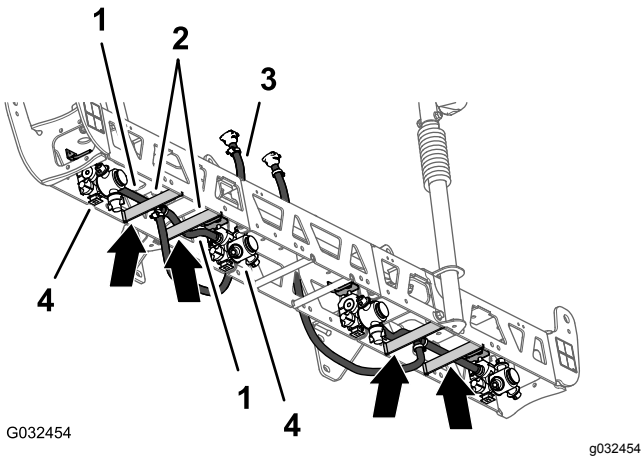
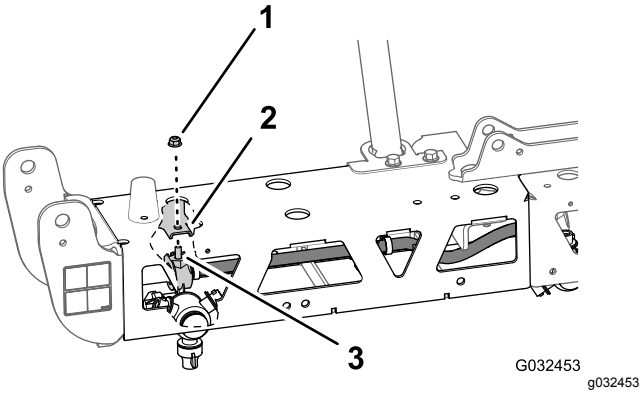

Figuur 81
Figuur 82
1. Leid de slang van 13 mm en de spuitdop tussen de framesteunen van het buitenste frame (Figuur 81).
2. Leid de slang en de spuitdop boven de framesteun en naar buiten, naar de buitenste spuitdopbeugel (Figuur 81).
3. Breng de inbusbout (5/16 x 3/4") van de spuitdop door de opening in de spuitdopbeugel en bevestig de spuitdop losjes aan de beugel; gebruik hierbij een flensborgmoer (5/16") van de completeringsset van het GeoLink spuitsysteem (Figuur 82).
4. Leid de andere slang van 13 mm en de spuitdop tussen de framesteunen van het buitenste frame (Figuur 81).
5. Leid de slang en de spuitdop boven de framesteun en naar binnen, naar de binnenste spuitdopbeugel (Figuur 81).
6. Breng de inbusbout (5/16 x 3/4") van de spuitdop door de opening in de spuitdopbeugel (Figuur 82) en bevestig de spuitdop losjes aan de beugel; gebruik hierbij de flensborgmoer (5/16") die u verwijderd hebt in stap 1 en 4 van De spuitdoppen van de spuitmachine verwijderen (bladz. 33).
8. Leid de slang en geribde koppeling van 13 x 810 mm naar de zijkant van de middelste spuitboom met de linker en rechter steunbeugel (Figuur 81).
9. Herhaal stap 1 tot en met 8 voor de andere slang en spuitdop aan het andere buitenste frame (Figuur 81 en Figuur 82).